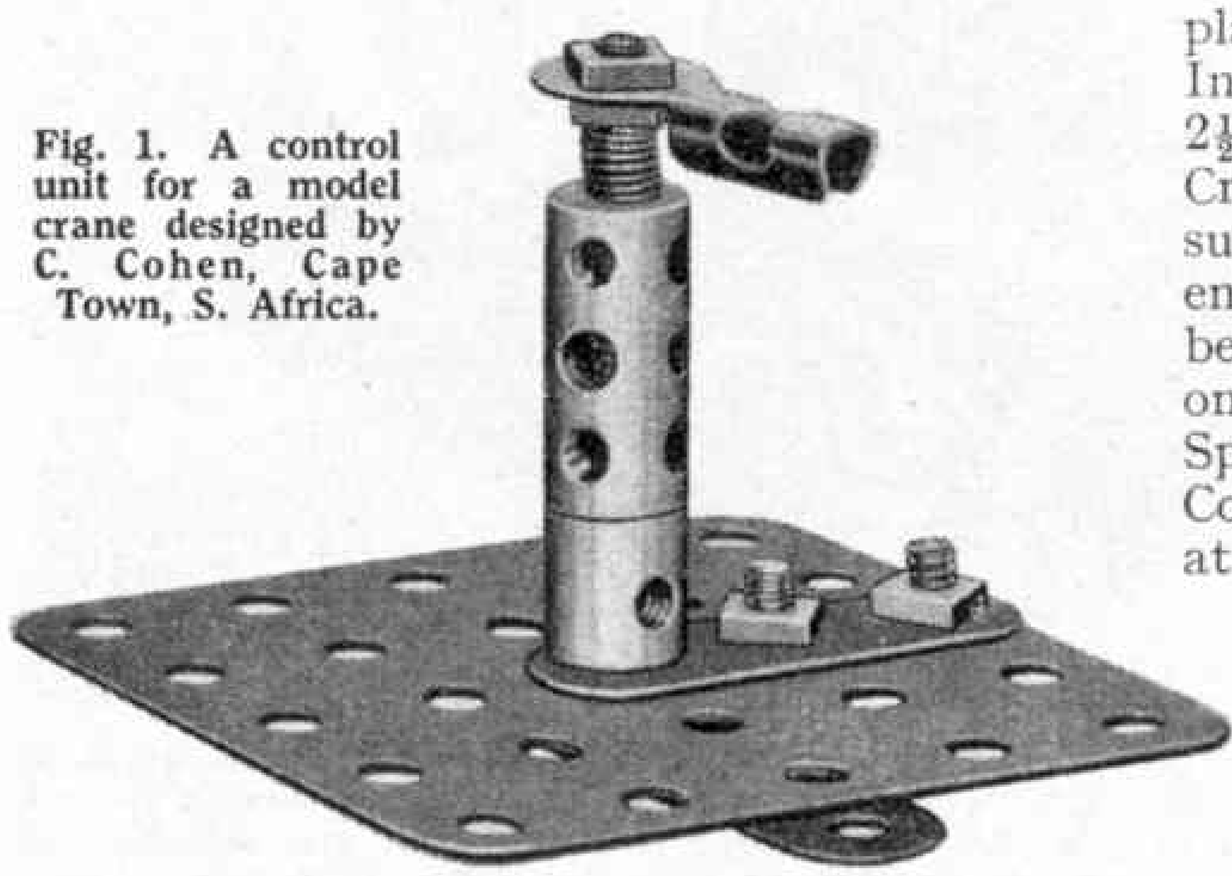

Fig. 1. A control unit for a model crane designed by C. Cohen, Cape Town, S. Africa.
C. Cohen, Cape Town, is a very keen model-builder and is Secretary of the progressive Cape Peninsula Meccano Club. In one of his letters recently he mentioned an attractive model of a dockside crane he has made, and he sent an excellent drawing of one of the control units fitted to the model. This unit is shown in Fig. 1, and as you can see it is extremely neat and compact. The builder was fortunate to be able to inspect cranes under construction at the docks, and he based his design on an actual control unit fitted to one of the real cranes.
To use the arrangement to the best effect the connecting rod between the control unit and its mechanism should be placed underneath the floor of the cab. In Fig. 1 the floor is represented by a $2\frac{1}{2}'' \times 2\frac{1}{2}''$ Flat Plate, and a Threaded Crank is bolted to it. The Threaded Crank supports a 2″ Screwed Rod, at the lower end of which a $1\frac{1}{2}''$ Strip is fixed tightly between two nuts. A Coupling is placed on the Screwed Rod, then a Compression Spring, and finally a Rod and Strip Connector is clamped between two nuts at the upper end of the Screwed Rod.